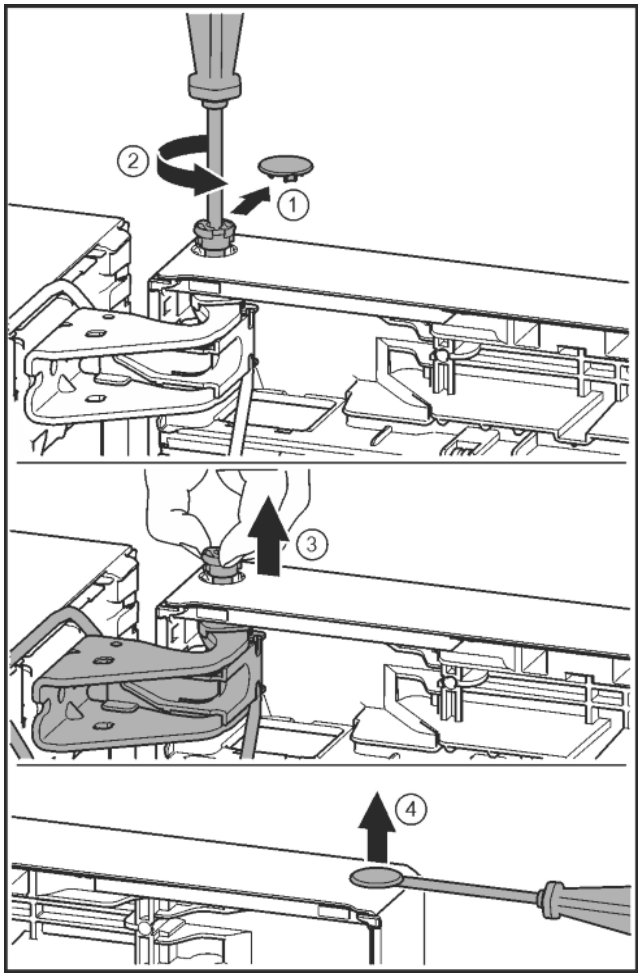

Fig. 23
- ▶ Bezpečnostní kryt opatrně stáhněte. *Fig. 23 (1)*
- ▶ Šroubovákem T15 o kousek vyšroubujte čep. *Fig. 23 (2)*
- ▶ Dveře držte a čep vytáhněte prsty. *Fig. 23 (3)*
- ▶ Plochým šroubovákem opatrně nadzvedněte zátku z ložiskového pouzdra dveří a vytáhněte ji. *Fig. 23 (4)*